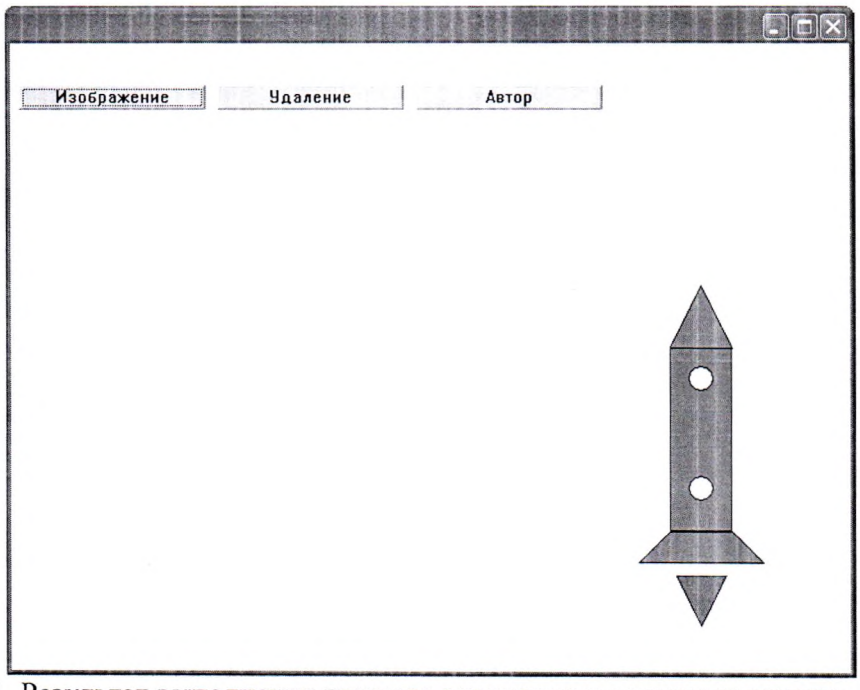

Рис.1. Результат выполнения примера рисования и анимации ракеты
4) Изучить, с помощью каких функций прорисовываются основные детали изображения примера – корпус ракеты, иллюминаторы, огонь двигателя (рис. 1).